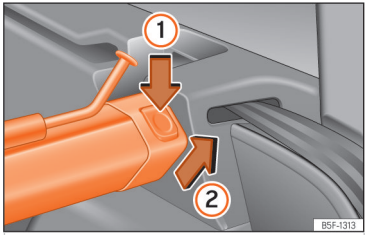

Abb. 191 Im Gepäckraum: Trennwandnetz ausbauen.
- Linke oder rechte Entriegelungstaste ››› (Abb. 191) in Pfeilrichtung ① drücken.
- Gehäuse in Pfeilrichtung ››› (Abb. 191) ② aus der Halterung herausnehmen.
- Gehäuse links und rechts entgegen der Pfeilrichtung ››› (Abb. 191) ② in die Halterungen drücken, bis es einrastet. Die roten Markierungen an den Entriegelungstasten dürfen nicht mehr sichtbar sein.